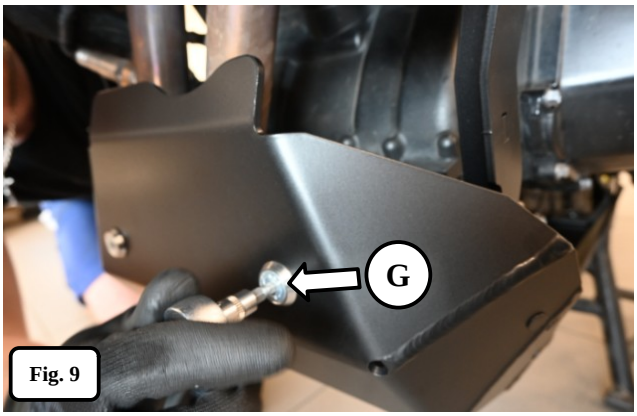
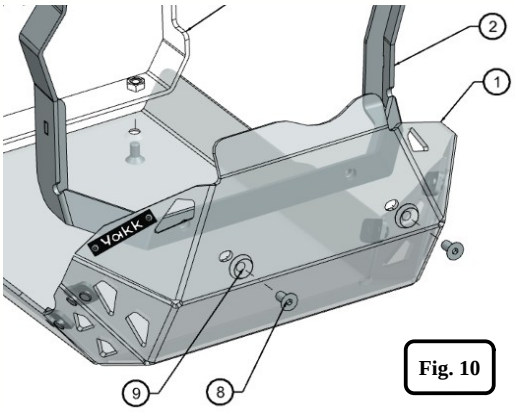

Fig. 9
Fig. 10
ENG 4.(G) Screw the plate (1) with screws (8) through the conical washers (9) to the front mount (2) [Fig.9] / [Fig.10].
PL 4. (G) Przykręć płytę (1) śrubami (8) przez podkładki stożkowe (9) do mocowania przód (2) [Fig.9] / [Fig.10]
DE 4. (G) Befestigen Sie die Platte (1) mit den Schrauben (8) durch die kegelförmige Unterlegscheiben (9) an der vorderen Befestigung (2) [Abb.9] / [Abb